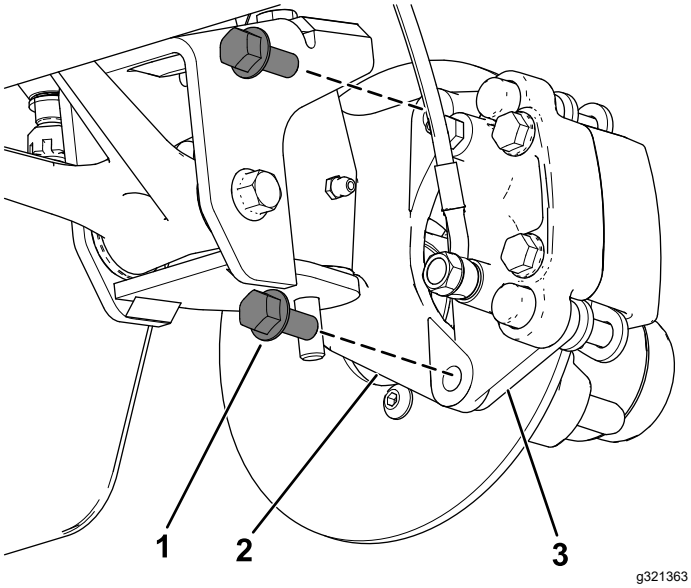
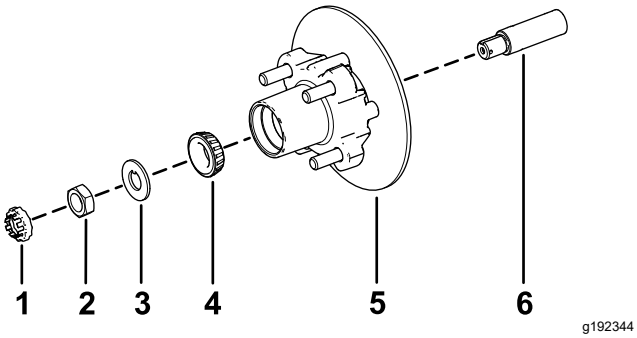

Figur 35
Figur 39
3. Ta bort de flänsskruvar (⅜ x ¾ tum) som håller fast fästet för bromsenheten vid spindeln, och separera bromsen från spindeln (Figur 35).
1. Stryk på ett tunt lager av det angivna fettet på spindeln (Figur 39).
2. Montera navet och rotorn på spindeln med rotorn inåt (Figur 39).
3. Montera det yttre lagret på spindeln och placera lagret på den yttre banan (Figur 39).
4. Montera säkringsbrickan på spindeln (Figur 39).
5. Gänga på spindelmuttern på spindeln och dra åt muttern till 15 Nm samtidigt som du roterar navet för att ställa in lagren (Figur 39).
2. Rikta in bromsklossarna på vardera sidan om rotorn (Figur 35) och hålen i bromsokets fäste med hålen i bromsfästet på spindelramen (Figur 39).
3. Fäst bromsokets fäste på spindelramen (Figur 35) med de två flänsskruvarna (⅜ x ¾ tum).